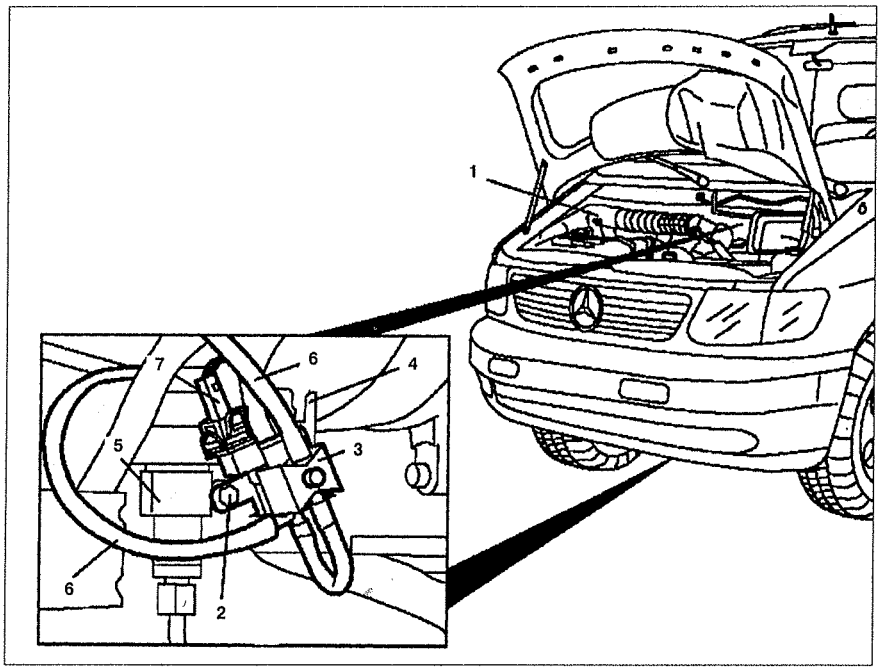

Рис. 3.46. Отсечной клапан рециркуляции отработавших газов (EGR):
1. Снимите массовый датчик измерения расхода воздуха **1** (см.рис. 3.46).